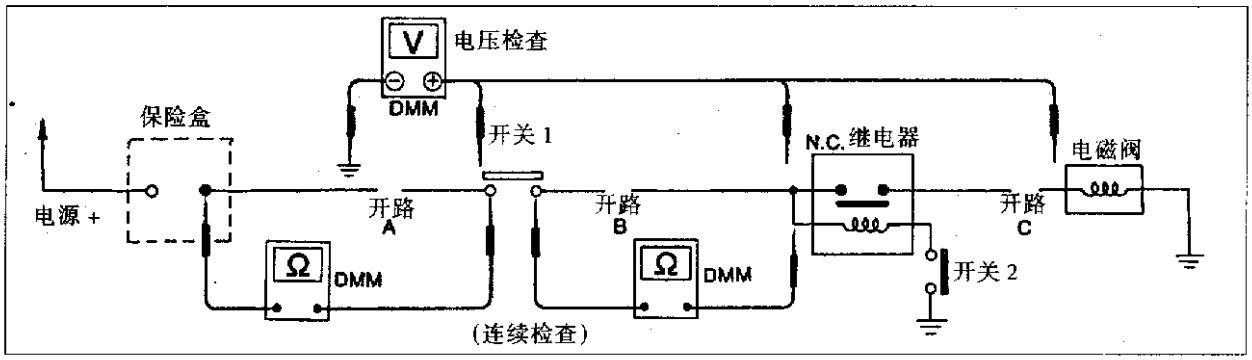

图1-3-8
(2)从电路的一端向另一端检查。本例从保险盒开始，见图1-3-8。